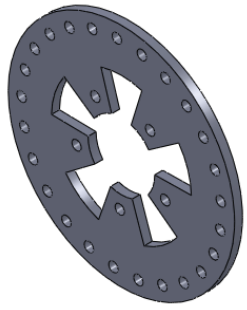

Figure 2-44 *Model after creating the fill pattern feature*
9. Choose the **OK** button from the **Fill Pattern PropertyManager**; the fill pattern of the predefined circular holes is created, as shown in Figure 2-44.